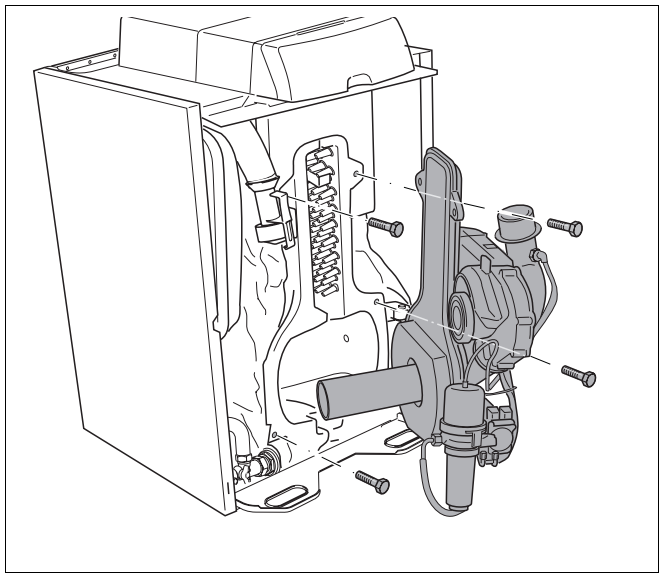

Rys. 51 Otwieranie drzwiczek kotłowych
- Wykręcić śruby z łbem sześciokątnym, a następnie odchylić drzwiczki kotłowe (rys. 51).